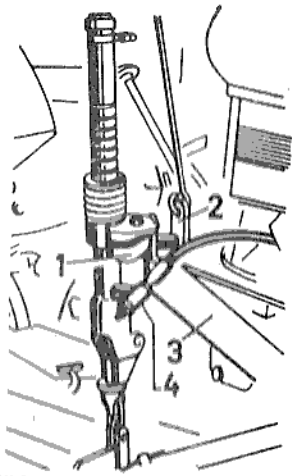

Bild 1
Lagergabel Y 4-34 (1) i. d. Lagerbügel (2) am Anschluß III (3) einstecken und versplinten (Bild 1). Der Anschluß der Rohrleitung erfolgt wie in der beiliegenden Anbau- und Bedienungsanleitung beschrieben.
Das Drosselventil V 2121 (4 Bild 1) am Hubzylinder kann bis zu einer vollen Umdrehung nachgezogen und der Hubzylinder um seine Längsachse entsprechend verdreht werden.